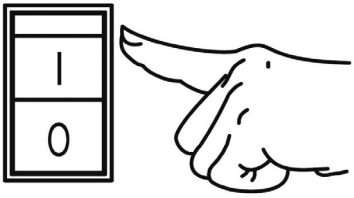

Рис. 11 Выключатель зажигания
4. Переведите выключатель зажигания в положение «I» (Включено) (Рис. 11).